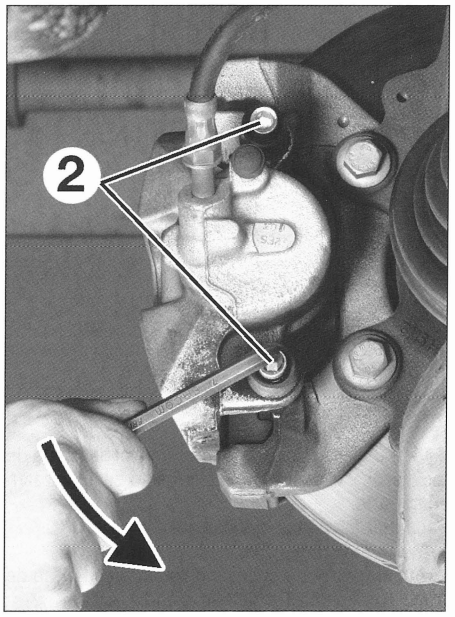

FIG. 8
- los 2 tornillos de guía (2) de la pinza **(fig. 8)**.